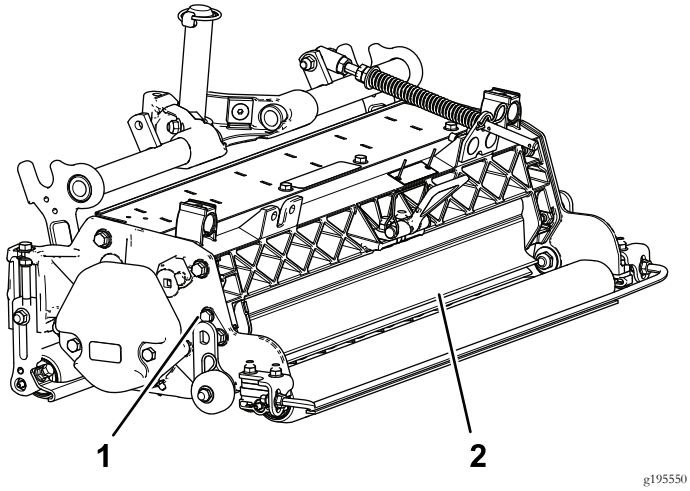

Figuur 10
1. Draai de bouten op het scharnierpunt van het grasscherm los (Figuur 10).
2. Draai het grasscherm naar de gewenste instelling en draai de bouten vast (Figuur 10).